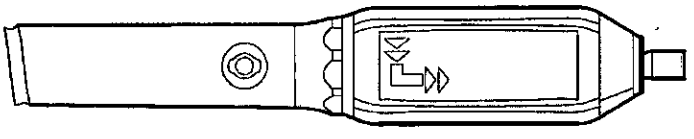

Figura 4. Mango de liberación del mecanismo de captura de punta en la posición de bloqueo
4. Compruebe que el mango de liberación del mecanismo de captura de punta está en la posición de bloqueo. En la posición de bloqueo (Figura 4), el mango no debería poder girar en el sentido de las agujas del reloj.